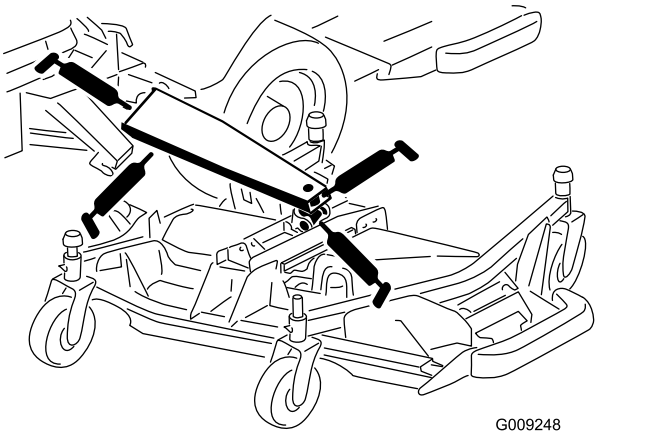

Figur 55
- 3 huvudlyftarmsbussningar (Figur 55)
- 1 lyftcylinderbussning (Figur 55)